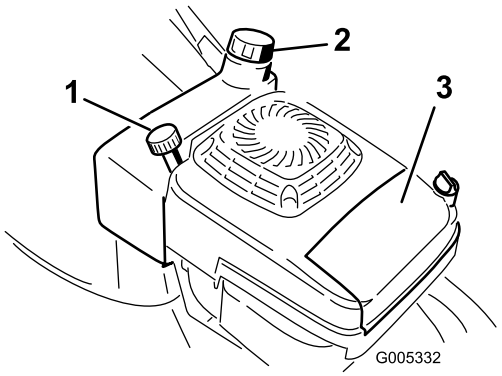

Figura 10
1. Pulite attorno al tappo del serbatoio del carburante (Figura 10).